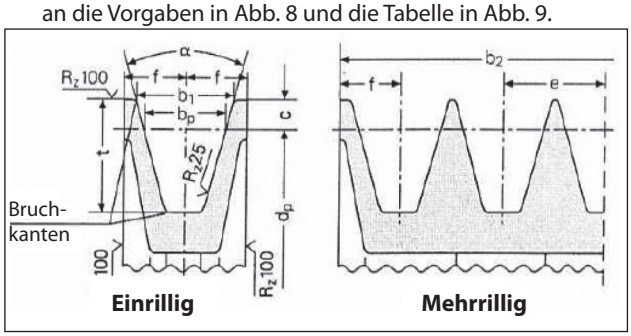

Abb. 8
a) Verwenden Sie Riemenscheiben für Keilriemen mit den vom Riemenhersteller vorgeschriebenen / empfohlenen Rillenmaßen. In Ermangelung dieser Werte halten Sie sich an die Vorgaben in Abb. 8 und die Tabelle in Abb. 9.